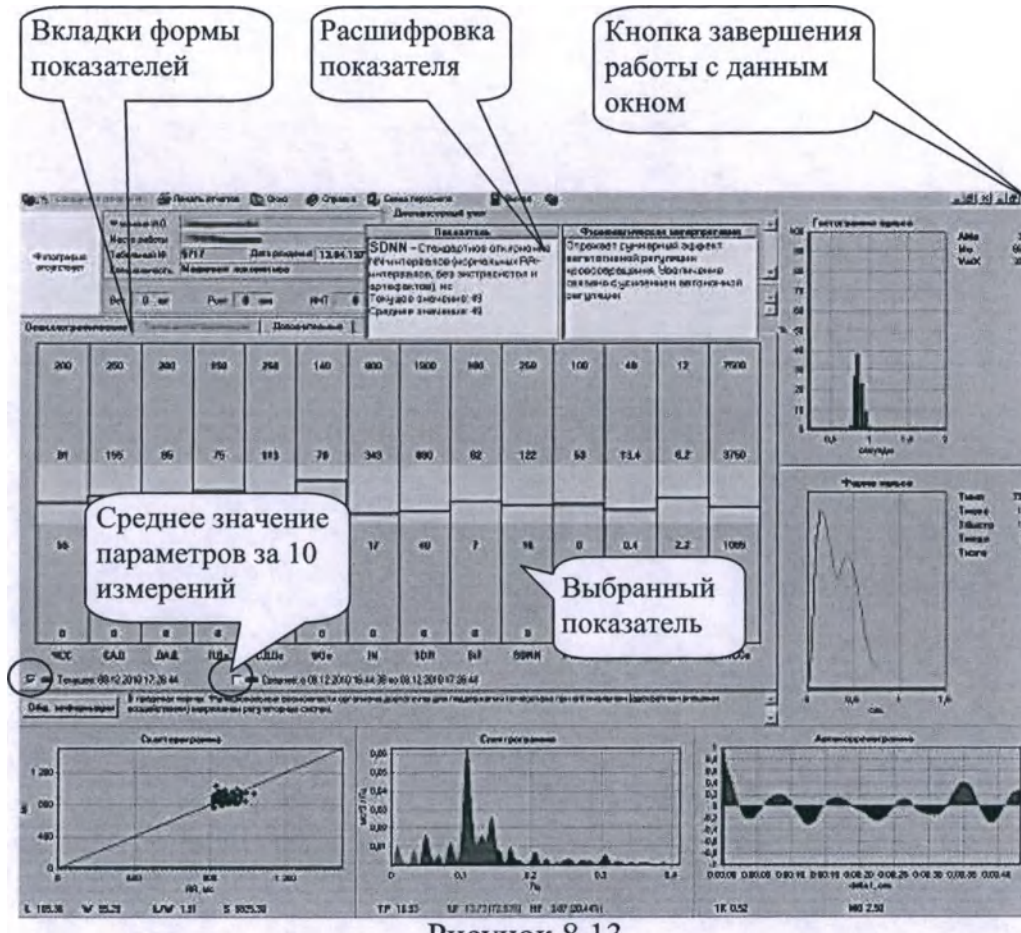

Рисунок 8.13
2.4.11.8 На экране появится окно (рисунок 8.13). В данной форме представлен ряд показателей функционального состояния обследуемого, в том числе основные параметры анализа формы пульсовой волны. Если подвести курсор мыши к интересующему параметру, появится расшифровка данного показателя, а также его физиологическая интерпретация.
2.4.11.9 Вы можете посмотреть «Осциллометрические», или «Дополнительные» параметры с помощью вкладок, расположенных в верхнем левом углу формы показателей (рисунок 8.13).
2.4.11.11 В нижней части окна «Функциональное состояние» расположены графики **«Скаттерограмма»**, **«Спектрограмма»**, **«Автокоррелограмма»**, которые характеризуют вариабельность сердечного ритма (рисунок 8.13). В правой части экрана расположена **«Гистограмма пульса»**, которая показывает процентное соотношение сердечных сокращений с разной частотой, взятых к 100 пульсовым ударам. На графике под гистограммой пульса показан график **«Форма пульса»** и временные параметры пульсовой волны: $T_{имп}$, $T_{макс}$, $T_{быстр}$, $T_{медл}$, $T_{изгн}$.
2.4.11.12 С помощью кнопки «Общ. Информация» (рисунок 8.13), расположенной в левой средней части экрана, Вы можете посмотреть информацию по больничным листам, карту стратификации факторов риска заболевания сердечно-сосудистой системы, медицинские назначения, а также предыдущие комментарии медицинского работника.